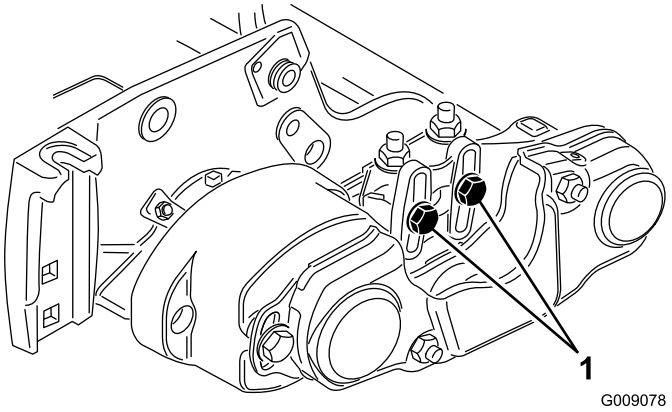
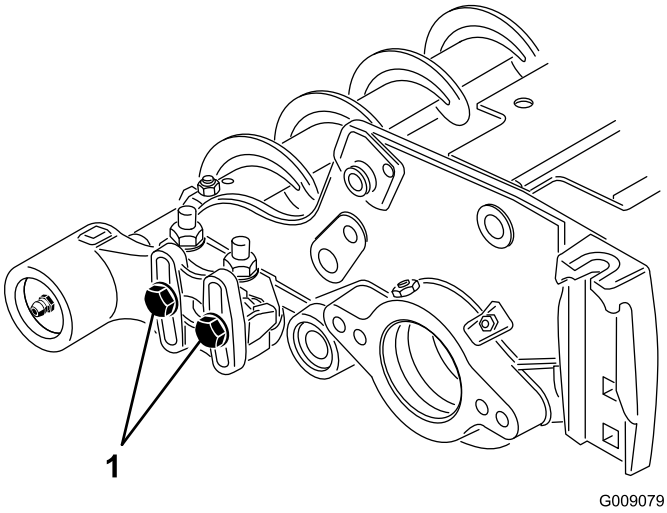

Figura 12
Figura 13
15. Afloje los 2 pernos que sujetan el alojamiento del cojinete de cada cepillo de rodillo al soporte de montaje del cepillo de rodillo (Figura 12 y Figura 13).